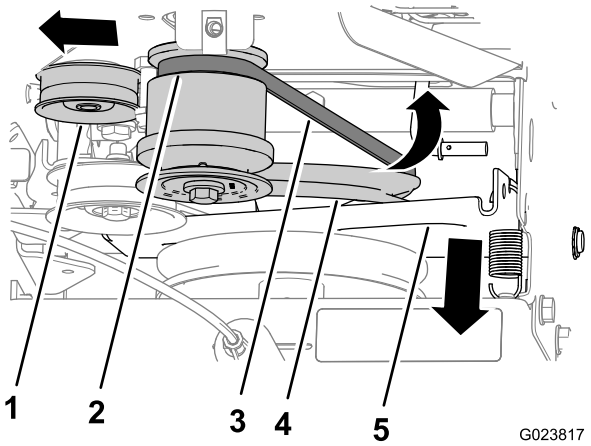

Rysunek 42
4. Obróć uchwyt sterowania jazdą i koło pasowe napędu jezdnego do przodu (Rysunek 42).
5. Pociągnij rolkę napinającą na zewnątrz (Rysunek 42).
7. Zsuń pasek z tylnego rowka koła pasowego silnika i wyciągnij pasek z maszyny (Rysunek 42).
2. Załóż pasek na rowek w dolnej części koła pasowego napędu jezdnego (Rysunek 42).
3. Pociągnij rolkę napinającą na zewnątrz (Rysunek 42).
4. Załóż pasek na tylny rowek koła pasowego silnika (Rysunek 42).